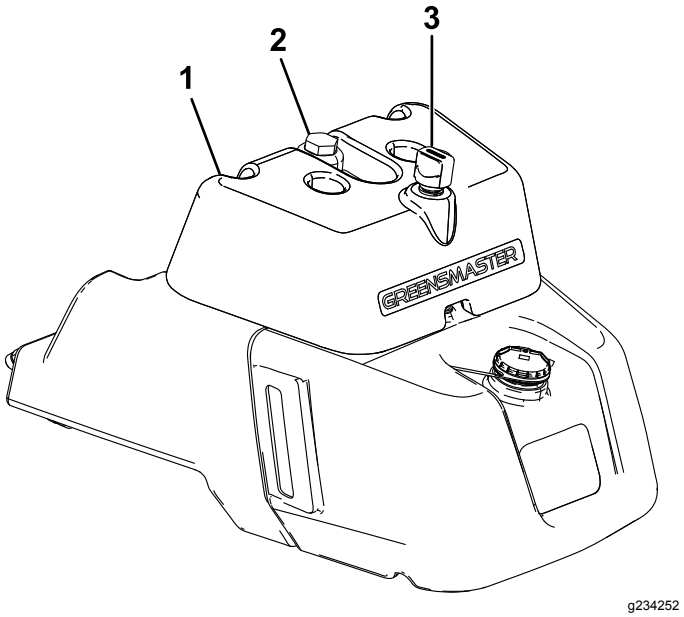

**Figur 44**
- Om tanken har ett inspektionsfönster kontrollerar du oljenivån där (Figur 44) och går vidare till steg 5.